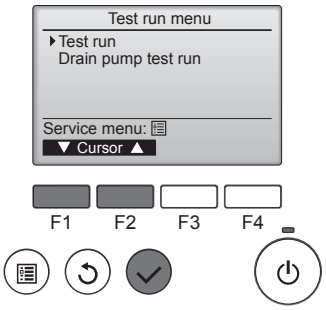

Fig. 7-2
② Select "Test run" from the Test run menu, and press the [SELECT] button. (Fig. 7-2)
③ The test run operation starts, and the Test run operation screen is displayed.
7.3. Self-check (Fig. 7-2)